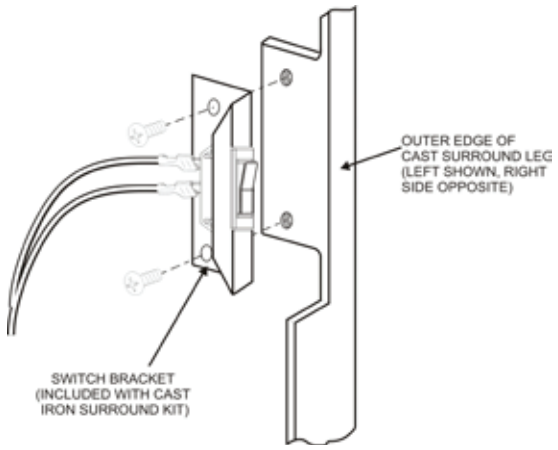

**Figure 20**
4. Install the switch bracket with screws as shown in **Figure 20** to the back of the cast surround leg.